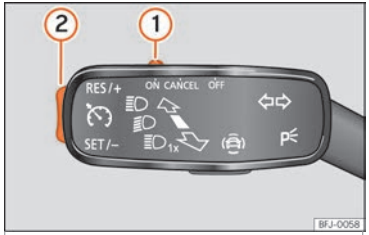

Fig. 52 A la izquierda de la columna de la dirección: conmutador y mandos de manejo del GRA.
- Conectar el GRA: desplace el conmutador ››› fig. 52 ① hasta **ON**. El sistema está encendido. El sistema no regula al no haber programado ninguna velocidad.
- Activar el GRA: pulse el botón ››› fig. 52 ② en la zona **SET/–**. La velocidad actual se memoriza y regula.
- Desconectar el GRA temporalmente: desplace el conmutador ››› fig. 52 ① hasta **CANCEL** o pise el freno. La regulación se desconecta temporalmente.
- Conectar el GRA de nuevo: pulse el botón ››› fig. 52 ② en **RES/+**. La velocidad memorizada se guarda y regula otra vez.
- Aumentar velocidad programada durante regulación de GRA: pulse botón ② en **RES/+**. El vehículo acelera hasta la nueva velocidad guardada.
- Reducir velocidad programada durante regulación de GRA: pulse botón ② en **SET/–** para reducir 1 km/h (1 mph). La velocidad se reduce hasta alcanzar la nueva velocidad memorizada.
- Desconectar el GRA: desplace el conmutador ››› fig. 52 ① a **OFF**. Se desconecta el sistema y la velocidad memorizada se borra.